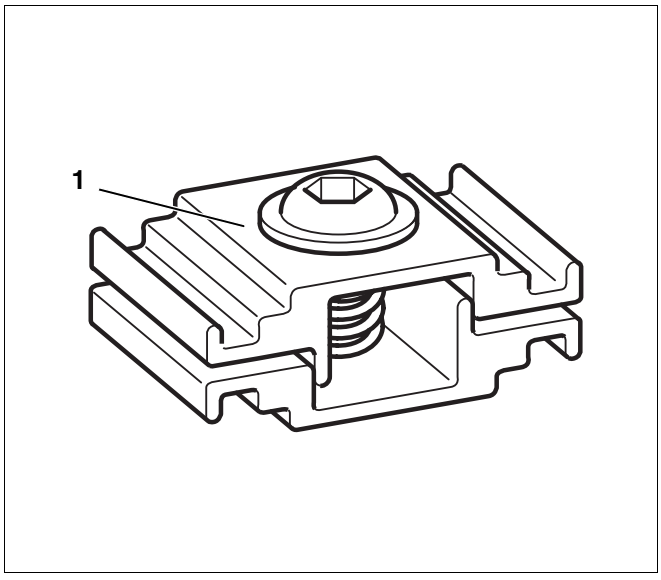

Afb. 11 Collectorverbinder, apart te bestellen
Bovendien moet er tussen twee collectoren steeds een collectorverbinder (afb. 11, pagina 16) geplaatst worden.
5.2.5 Collectorverbinder – (telkens tussen twee gekoppelde collectoren, apart bestellen) – afb. 11